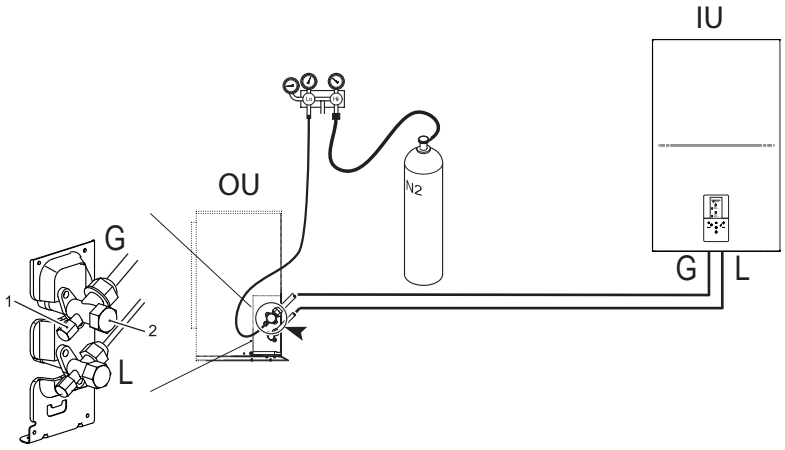

fig. 12 - Prueba de estanqueidad de aire y detección de fugas
- Estando los grifos de la unidad exterior totalmente cerrados, retire el tapón del grifo de servicio (parte 1 - fig. 12) y el racor (parte 2 - fig. 12) de la válvula de gas (aquella más grande)